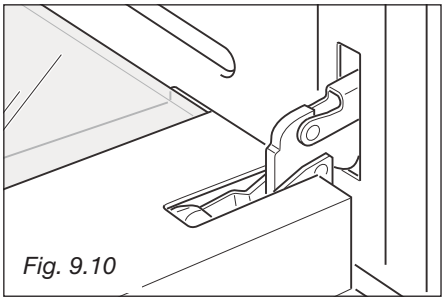

Fig. 9.10
– Aprire completamente la porta del forno (Fig. 9.10).